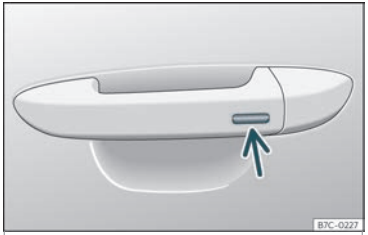

Fig. 87 Asa da porta:superficie sensora.
- Durante uns segundos, manteña un dedo na superficie sensora de bloqueo ››› **fig. 87** (frecha) da asa da porta para pechar o teito. Se deixa de tocar a superficie sensora, interrómpese a función de peche.